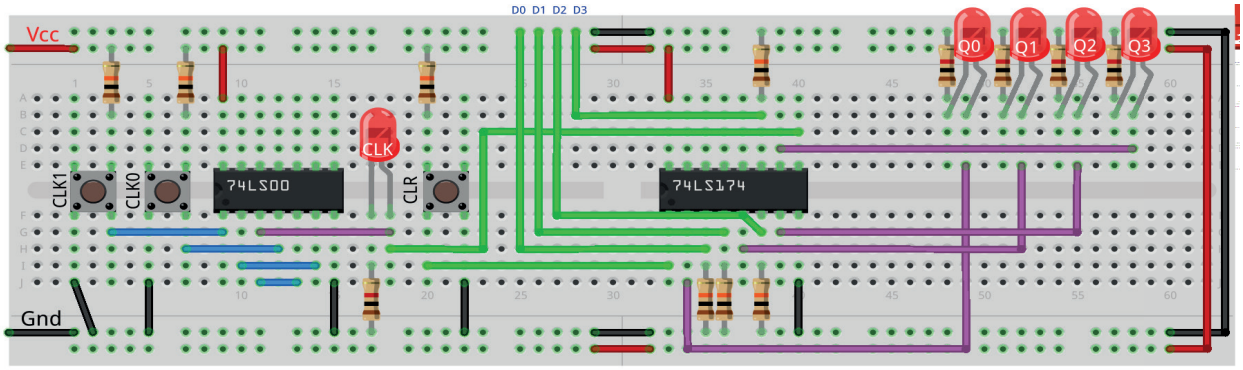

Figura 11.13 – Disposição dos componentes na placa de montagem.
1. Monte o circuito na placa de montagem, conforme figura 11.13.